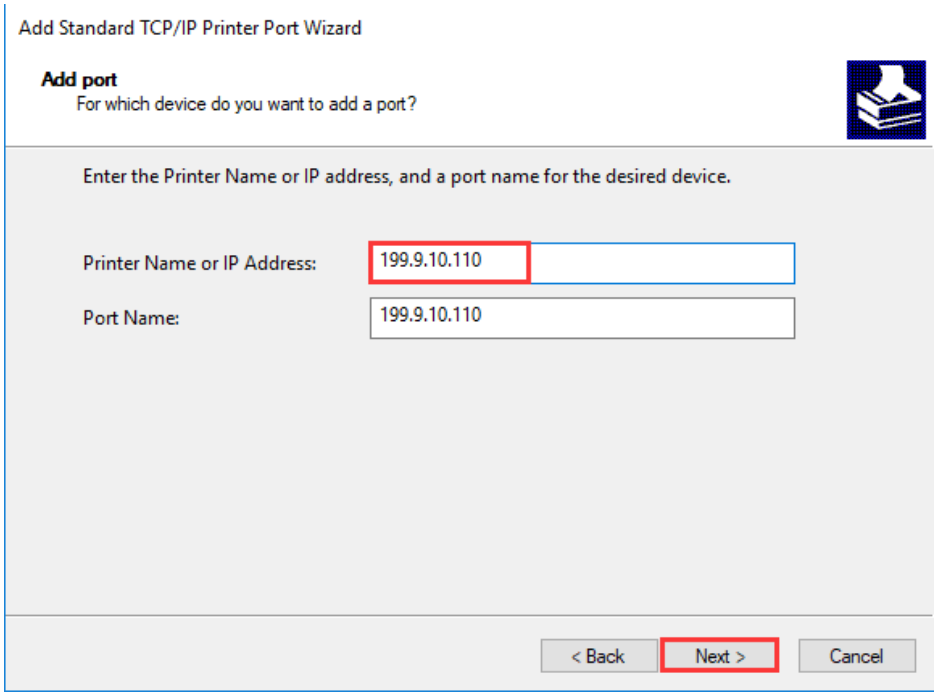

Figure 2-40 Add Port Screen
7. On the "Add Port" screen, enter the IP Address of the printer (Note: the IP address here must be consistent with the IP address of the printer that has been set, and the port name will be generated automatically), and then click "Next", as shown in Figure 2-40.